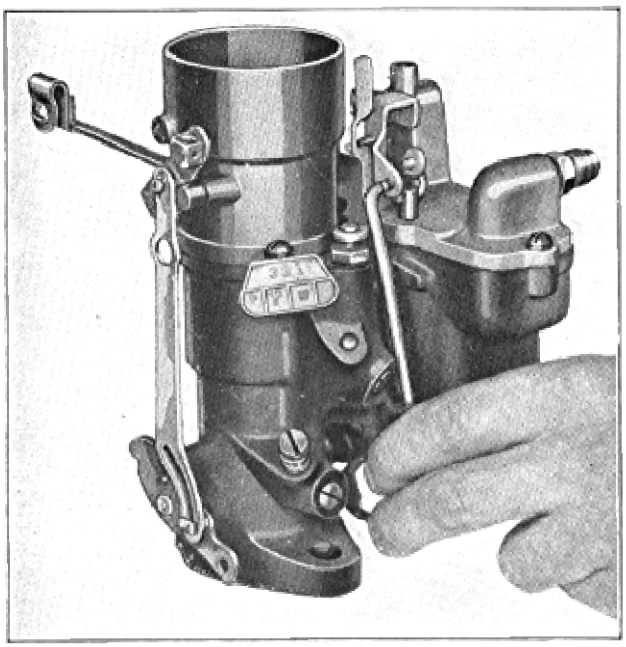

Figure 30
(122) Correct setting of metering rod is important. Metering rod position should be checked when carburetors are serviced or when leaner than standard rods are installed. Correct procedure is as follows: (123) Insert gauge (Part T 109-25) (included in tune-up kit) in place of metering rod, seating beveled end in metering rod jet. Hold gauge vertical to insure seating. Figure 30.